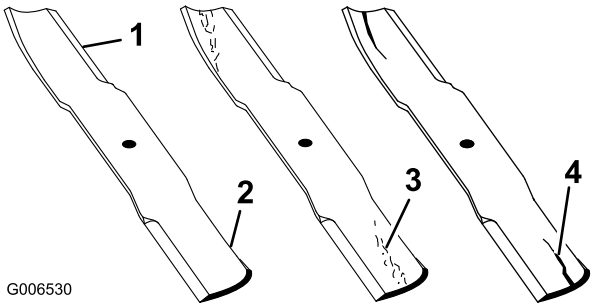

Figuur 87
1. Controleer de snijranden (Figuur 87). Als de snijranden niet scherp zijn of inkepingen vertonen, moet u de messen verwijderen en deze slijpen. Zie Maaimessen slijpen.
2. Controleer de messen, met name het gebogen deel (Figuur 87). Als u beschadiging, slijtage of groefvorming in dit deel constateert (Figuur 87), moet u het mes direct vervangen.